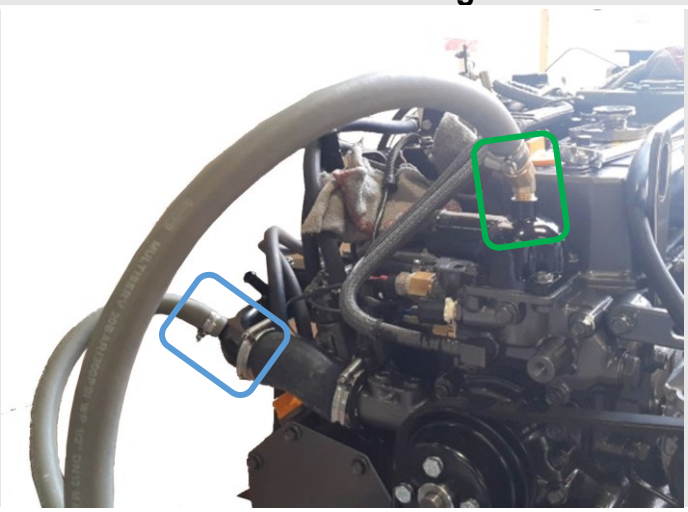

Figure 9: Shire 70 Header Tank Connections
- The connections for the Header Tank are shown on (**Figure 9**).